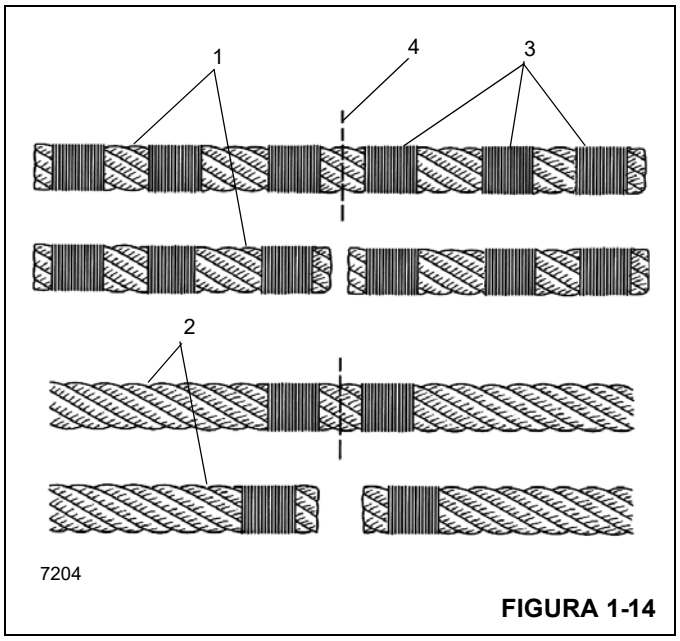

FIGURA 1-14
**NOTA:** Um cabo de aço não pré-formado (1) (Figura 1-14) deve ter três amarrações (3) feitas em cada lado do corte (4), em comparação com o cabo de aço pré-formado (2).